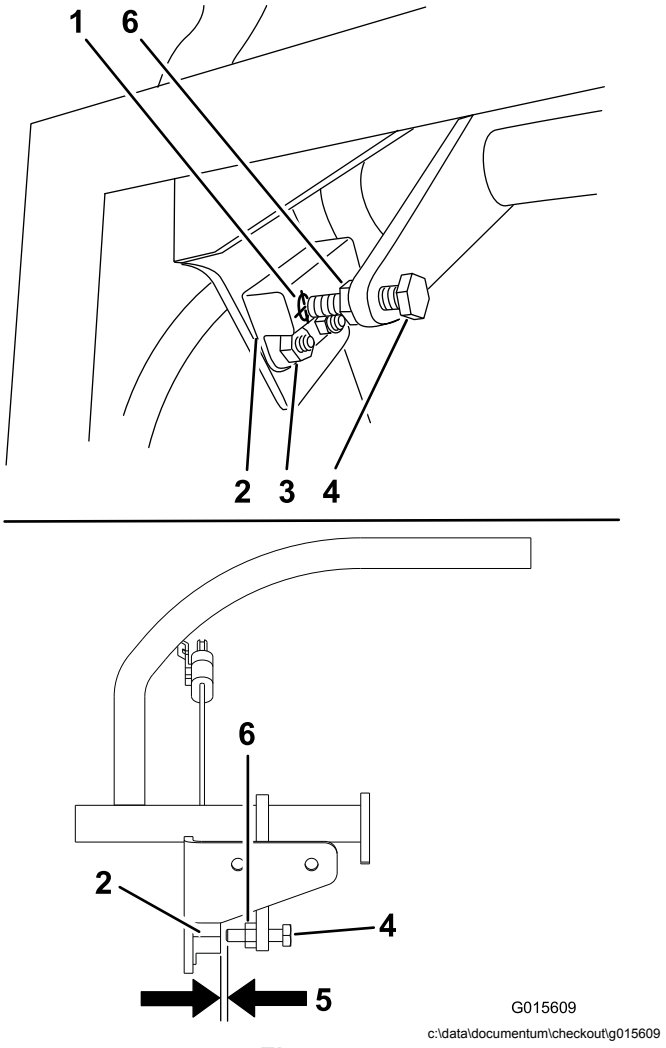

**Figur 57**
1. Kontroller, at bolten, der er monteret på bevægelseshåndtaget, er rettet ind efter nærhedsafbrydermålet (Figur 57).
2. Om nødvendigt kan du løsne boltene og justere nærhedsafbryderen, indtil målet er rettet ind efter bolten, der er monteret på bevægelseshåndtaget (Figur 57).
3. Kontroller afstanden fra bolten til nærhedsafbryderen. Den skal være mellem 0,51 og 1,02 mm som vist i Figur 57.
5. Stram kontramøtrikken, når du har justeret bolten (Figur 57).